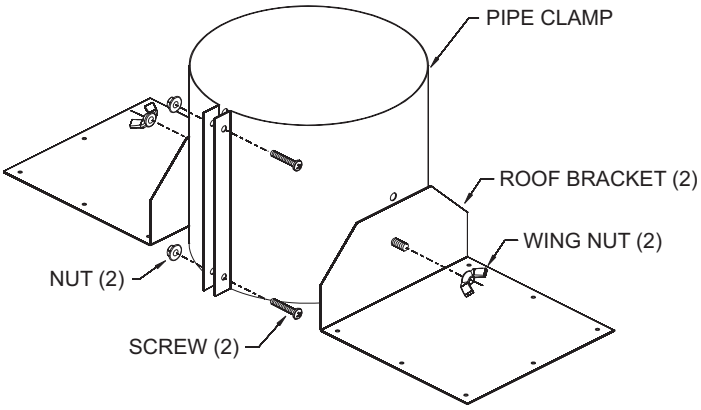

**Figure 31**
12. While the venting is still on the floor, assemble the roof jack components as shown in **Figure 31** and pre-install the roof jack assembly to the hard pipe approximately 18” from the top end of the hard pipe.